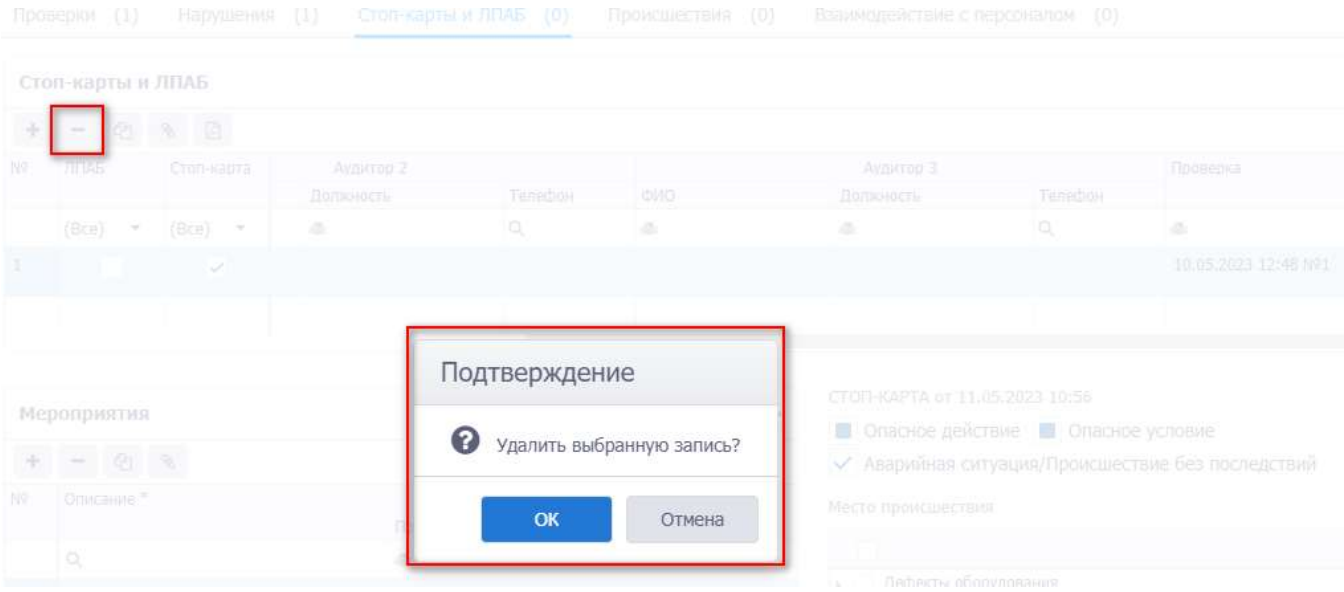

Рис. 3.247
- удаление выбранной записи. При нажатии на кнопку появляется окно подтверждения удаления (рис. 3.247). После подтверждения запись будет удалена из таблицы.